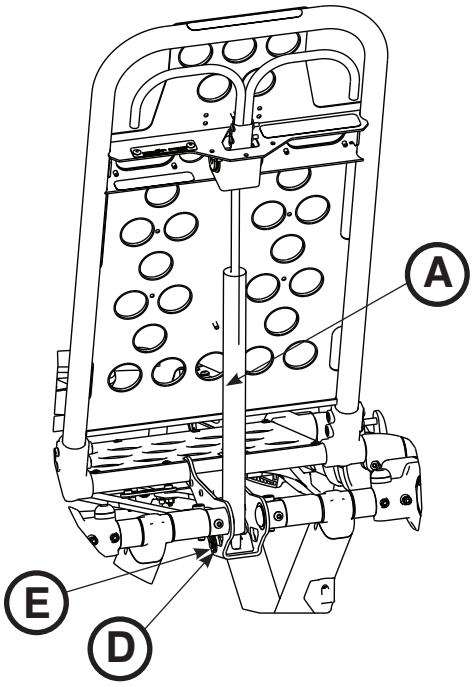
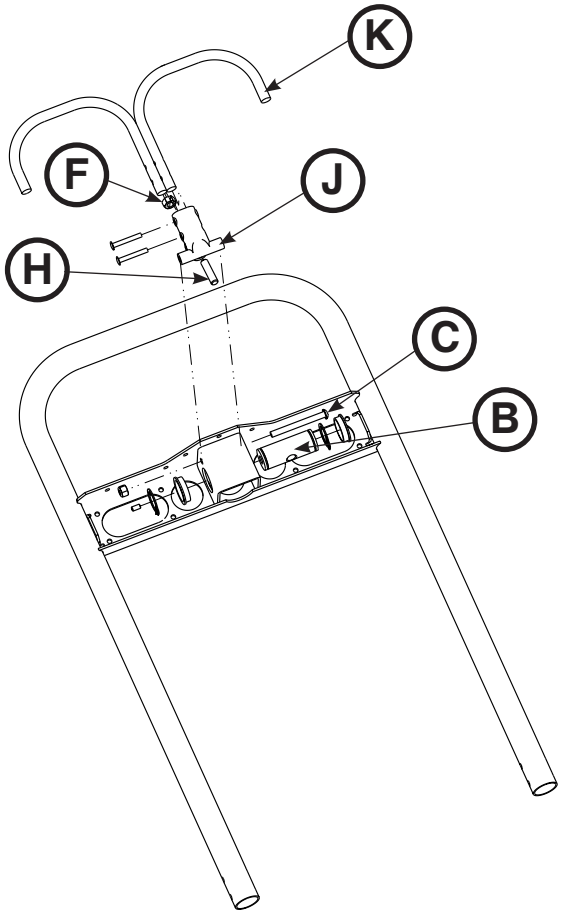

Afbeelding 68
Afbeelding 69
Opmerking: Controleer alvorens verder te gaan met de rugsteunafstelling of de cilinder (A) volledig in het juk (B) is gedraaid, zodat er geen schroefdraad zichtbaar is op de cilinderstang. Als er schroefdraad zichtbaar is, verwijder dan met een 3/32-inch inbussleutel de stelschroef (C) in het midden van het juk. Verwijder met een kleine platte schroevendraaier de e-klem en de pen (D en E) waarmee de onderzijde van de hydraulische cilinder is bevestigd. Draai de cilinderstang (A) volledig in het juk (B). Vervang de e-klem en de pen (D en E). Vervang de stelschroef (C) en breng deze aan met Loctite®. (Afbeelding 68 en Afbeelding 69)
2. Draai met een 1/2-inch combinatiesleutel de zeskantmoer (F) op de rugsteunscharnier (J) terug terwijl u de stelschroef (H) in de scharnier tegenhoudt (Afbeelding 69).
3. Draai de stelschroef (H) met een 5/32-inch inbussleutel totdat er geen speling meer is tussen de vrijgavehendel van de rugsteun (K) en de vrijgaveknop van de pneumatische cilinder (Afbeelding 69).
5. Draai met de 1/2-inch combinatiesleutel de zeskantmoer (F) vast terwijl u de stelschroef (H) in het scharnier tegenhoudt (Afbeelding 69).